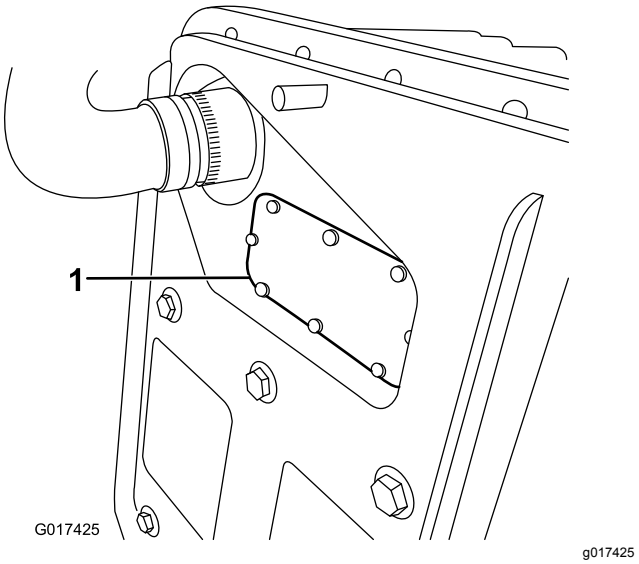

Figur 43
B. Ta bort säkringskåpan (Figur 43).